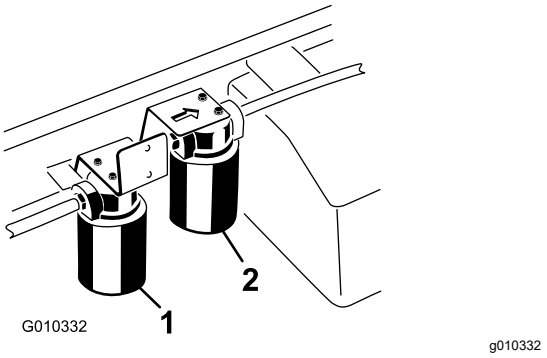

Figur 72
5. Plasser et tappefat under filteret, og ta ut filteret (Figur 72).
4. Rengjør området rundt der filteret for høy strømning skal festes (Figur 72).